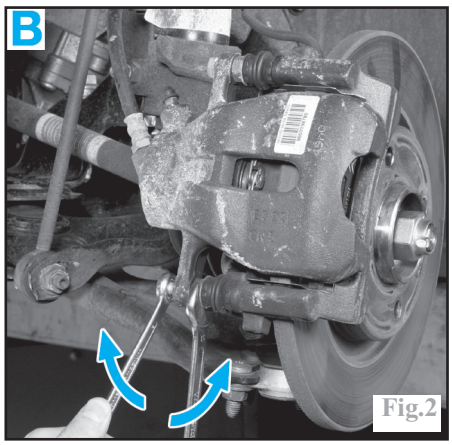

Fig.2
Déposer la vis de colonnette inférieure en (B) (Fig.2).